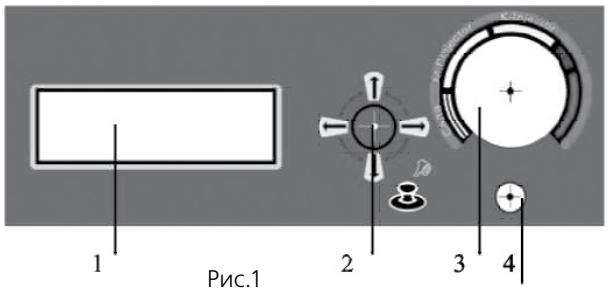

Рис.1
6. Соедините топливную рампу с топливопроводным шлангом с помощью разъема (1).
8. Запустите стенд при помощи джойстика (2) (рис. 1) ▶ (**Start**/«Пуск»).